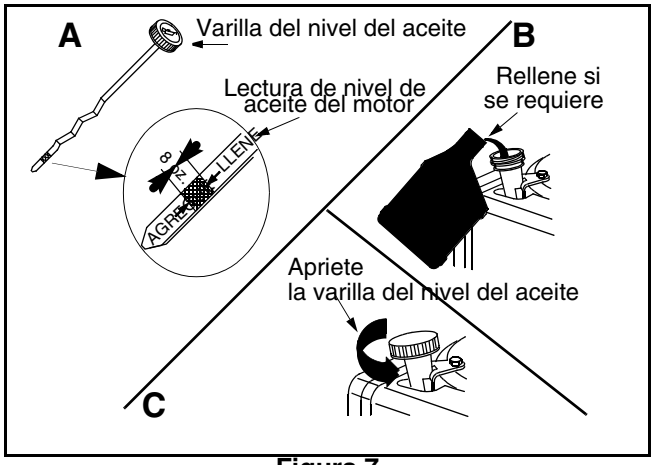

Figura 7
2. Con el motor ubicado en suelo parejo, el aceite debe estar en la marca FULL (lleno) de la varilla del nivel de aceite. Ver Figura 7 .